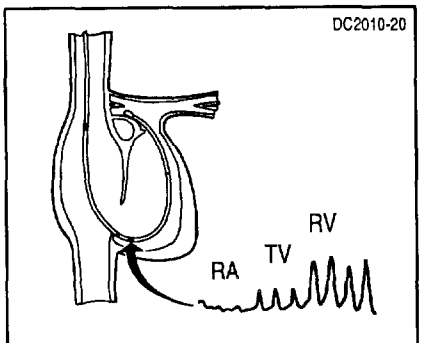

Figure 1. Proper RV port placement (1 to 2 cm distal to tricuspid valve)
2. Connect the catheter's RV lumen hub to a pressure transducer and verify proper placement of the RV port (1 to 2 cm distal to the tricuspid valve) (Figure 1). To prevent catheter movement, secure the catheter at the insertion site.